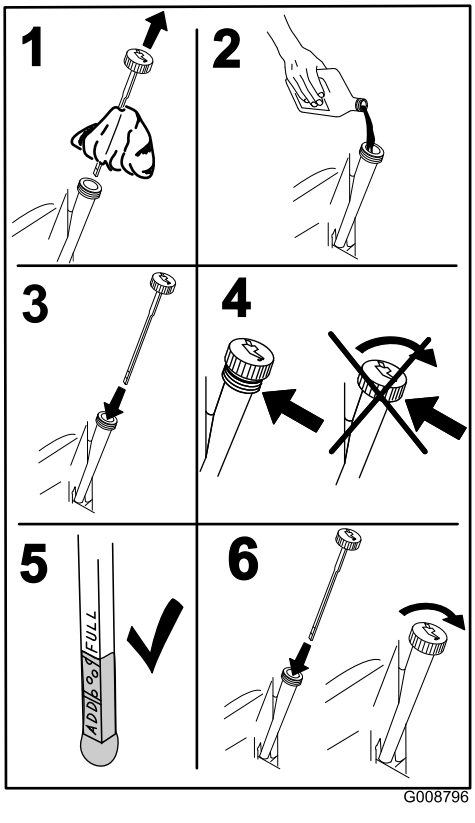

Figuur 40
4. Verwijder de peilstok en veeg deze af met een schone doek (Figuur 40).